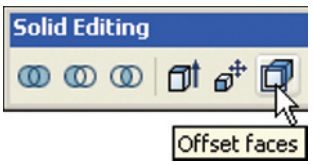

Fig. 18.10 The **Offset faces** tool icon
2. *Click* on the **Offset faces** tool icon in the **Solid Editing** toolbar (Fig. 18.10). The command line shows: